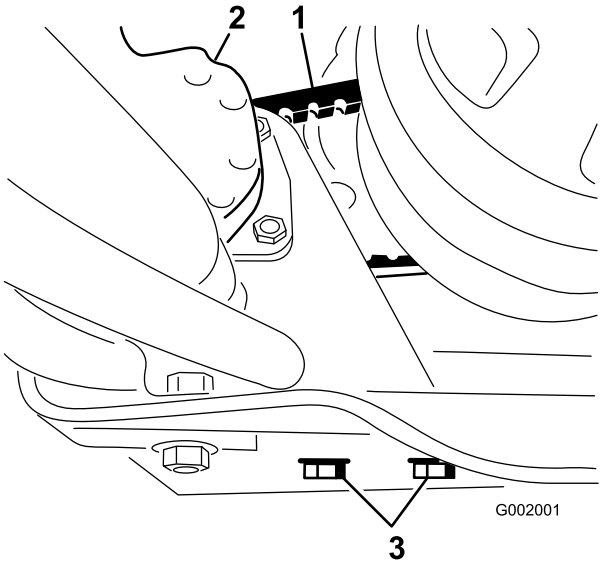

Figur 64
2. Løsn styrepumpens monteringsbolte (Figur 64).